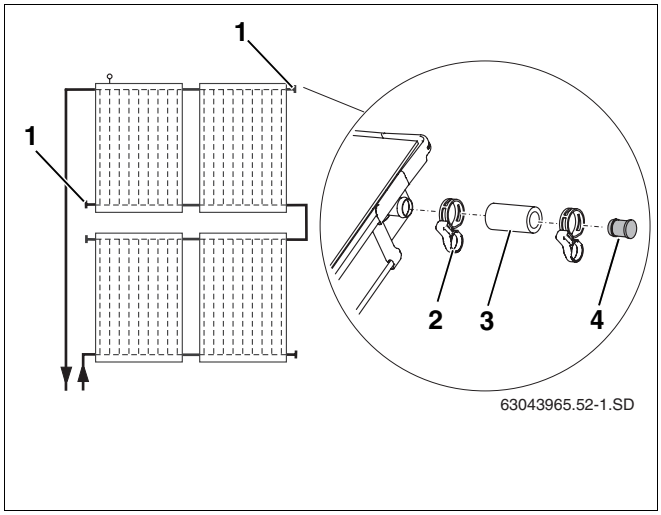

Abb. 59 Vormontierte Blindstopfen montieren
Verschließen Sie mit den Blindstopfen die nicht benötigten Kollektoranschlüsse (Abb. 59, **Pos. 1**).
- Solarschläuche 55 mm (Abb. 59, **Pos. 3**) mit den vormontierten Blindstopfen auf die beiden freien Anschlüsse stecken.